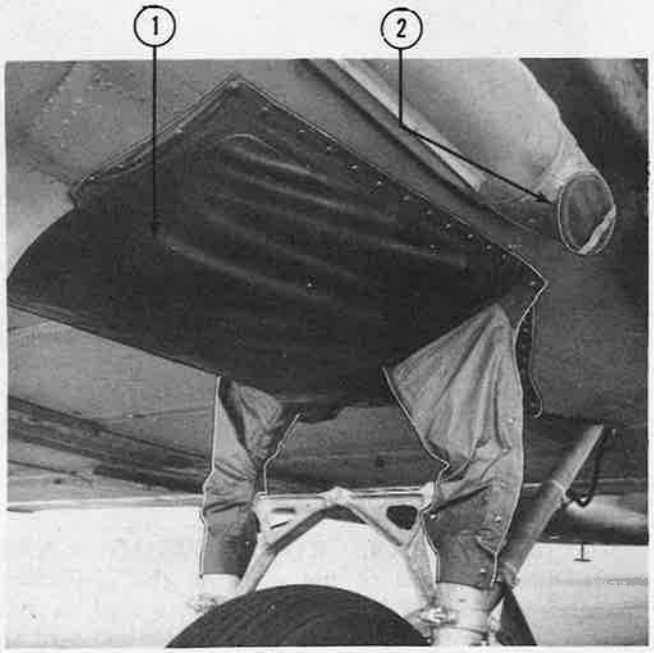
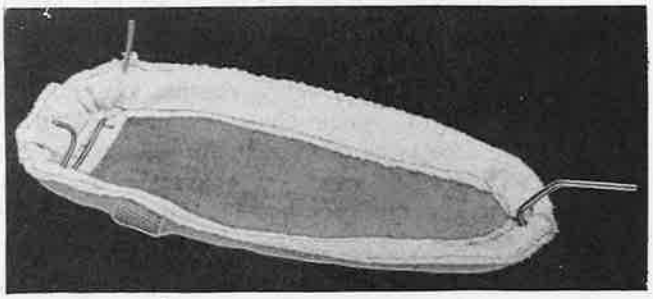

Figure 514—Nacelle Dust Excluder and Exhaust Plug Assembly (Installed)
Figure 515—Exhaust Plug Assembly
(8) PLUG ASSEMBLY, MUFF TYPE. *(2, figure 514 and figure 515.)*—Stowed with the engine covers are two oval pads trimmed with asbestos. These are used to plug the exhaust stack and keep out dust.